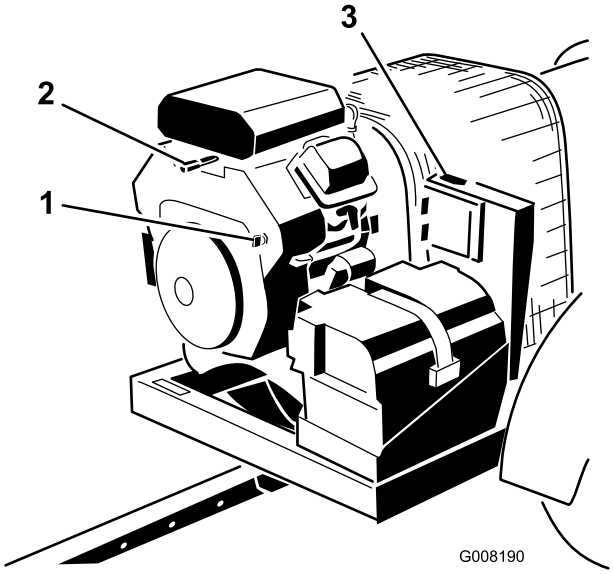

Figuur 13
3. Draai de contactsleutel naar de stand Start en daarna snel naar de stand Aan. Dat activeert de ontvanger (Figuur 13).
4. Draai als u de machine verlaat de sleutel in de stand Uit en verwijder deze uit de motor (Figuur 13).